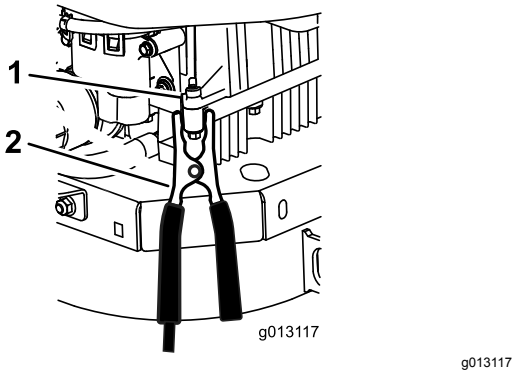

**Рисунок 50**
6. Подсоедините другой конец черного кабеля к **блоку цилиндров** (не к отрицательному штырю аккумуляторной батареи) машины с разряженной аккумуляторной батареей на достаточном расстоянии от аккумуляторной батареи и отойдите назад (Рисунок 50).